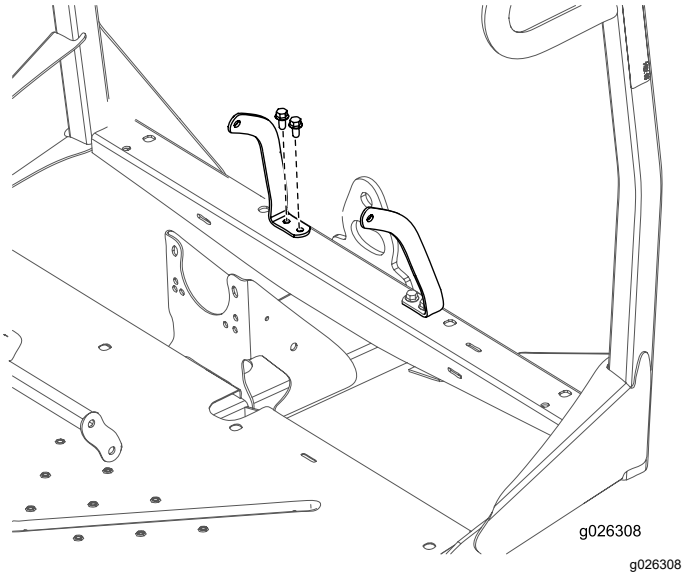

Bild 9
4. Befestigen Sie den linken und rechten Sicherheitsgurtanker mit vier Schrauben (3/8") und vier Muttern (3/8") am Vorderrahmen (Bild 9).